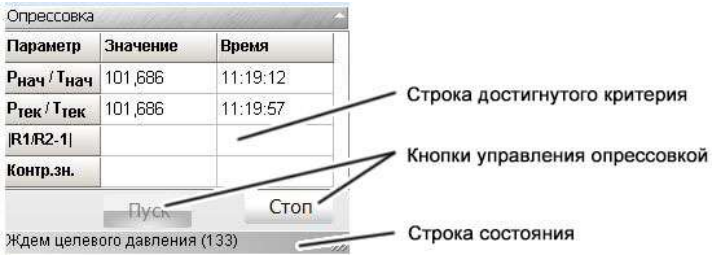

Рисунок 37 – *Элементы подвкладки «Опрессовка»*
7.3.4.8 Установить заглушку на входное сечение измерительной магистрали. Проверить герметичность собранной измерительной магистрали. Управление функцией проверки герметичности осуществляется кнопками «Пуск» и «Стоп», находящимися на подвкладке «Опрессовка» вкладки «ИМ-1. КИП» (рис. 37).